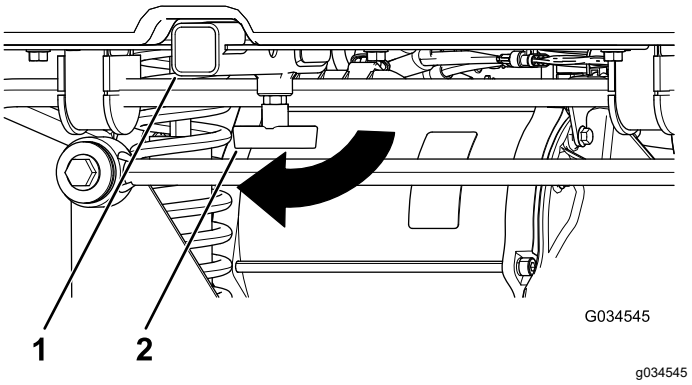

Figuur 15
1. Zet de T-hendel los door deze rechtsom te draaien (Figuur 15).
2. Breng uw accessoire aan in de houder en zorg dat de gaten overeenkomen (Figuur 15).